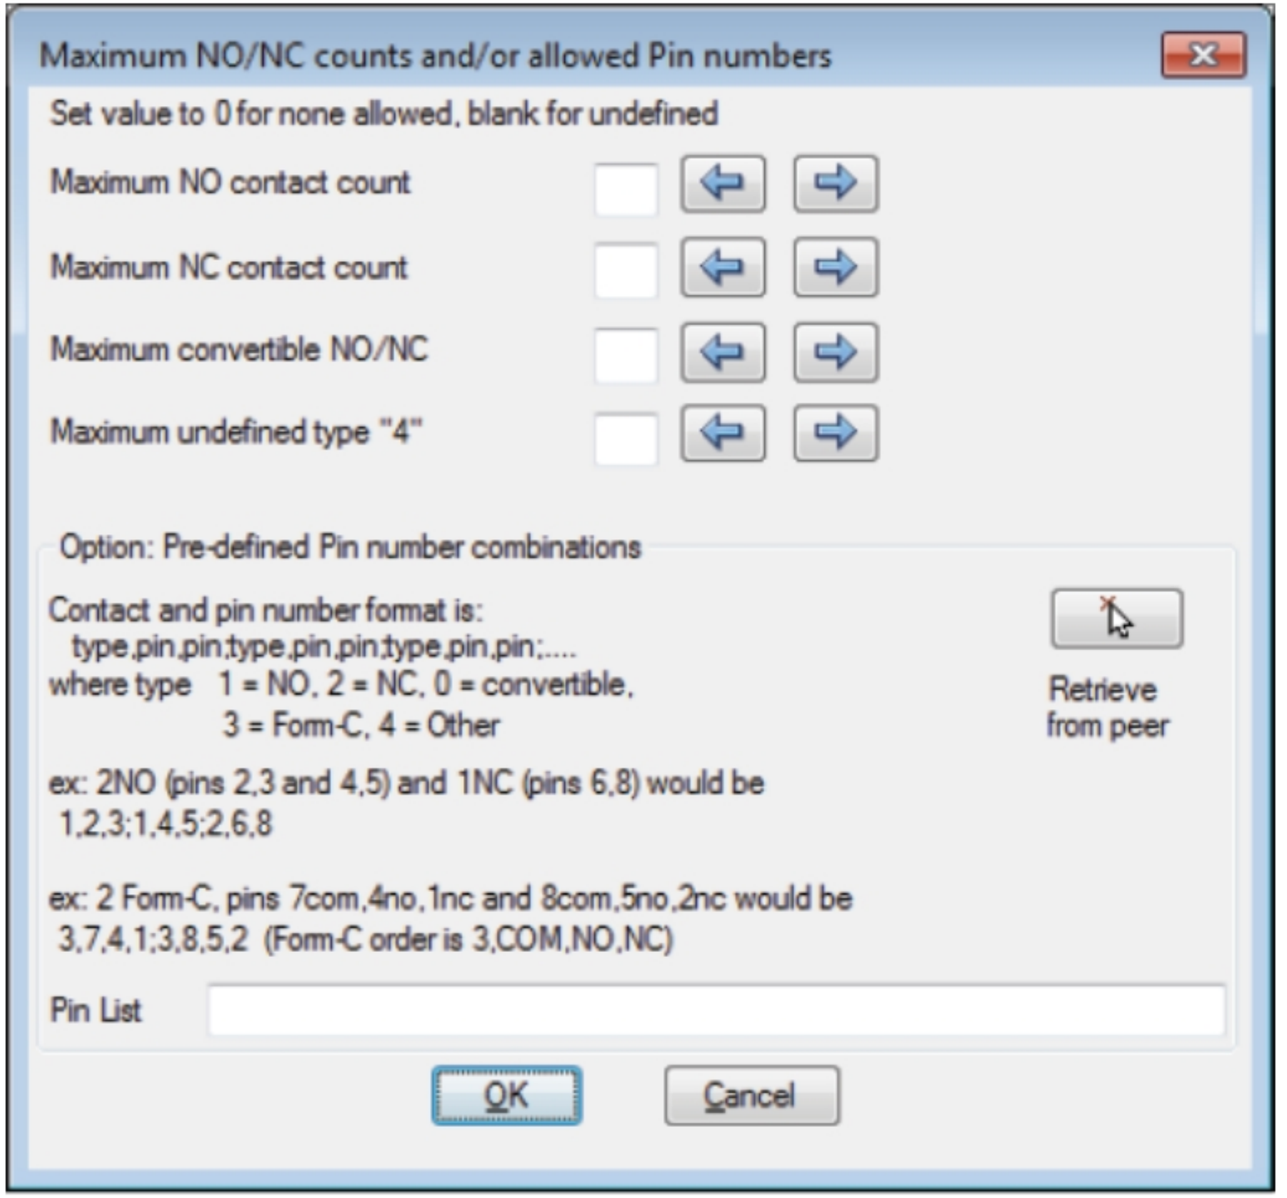

Figure-21. Maximum NO or NC counts dialog box
- A switch generally has two pins, but if you are working on PLC or other integrated circuit components then you need to setup NC/NO for all the pins of components. To do so, click on the **NO/NC Setup** button. The **Maximum NO/NC counts and/or allowed Pin numbers** dialog box will be displayed; refer to Figure-21.